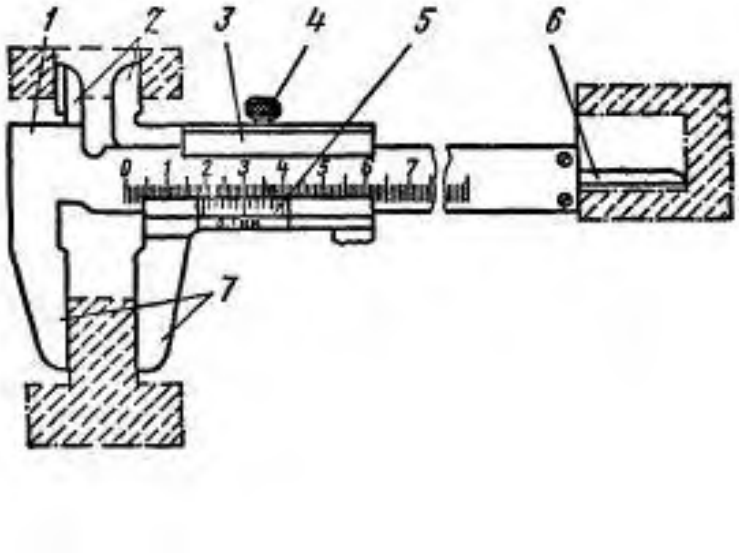

Рис. 1. Штангенциркуль:
a) изучить все части и их назначение (рис. 1);